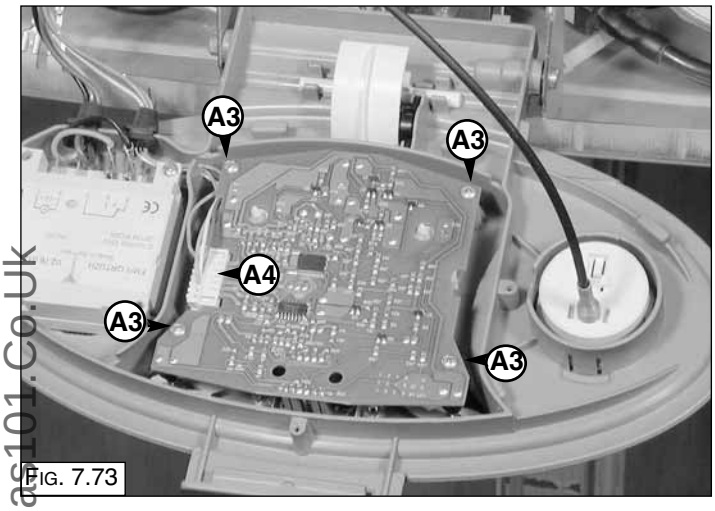

FIG. 7.73
7. Unscrew the display P.C.B. mounting screws **"A3"** and disconnect the P.C.B. connection cable **"A4"** (Fig. 7.73);